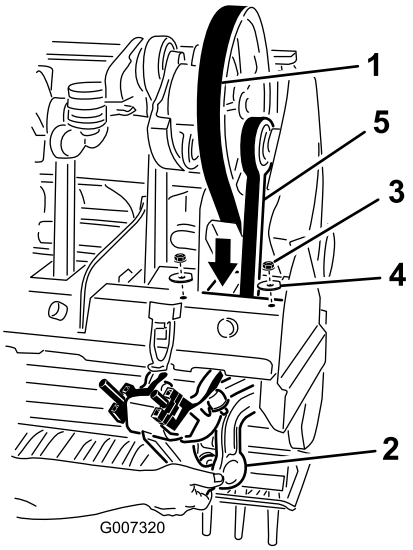

Figur 34
5. Løsn, og fjern de to (2) låsemøtrikker og skiver, der fastgør Rotolink-enhedens dæmper til #1 stampearm (Figur 34).
7. Før drivremmen ned gennem kernehovedrammen og omkring den nederste ende af #1 stampearm Figur 34